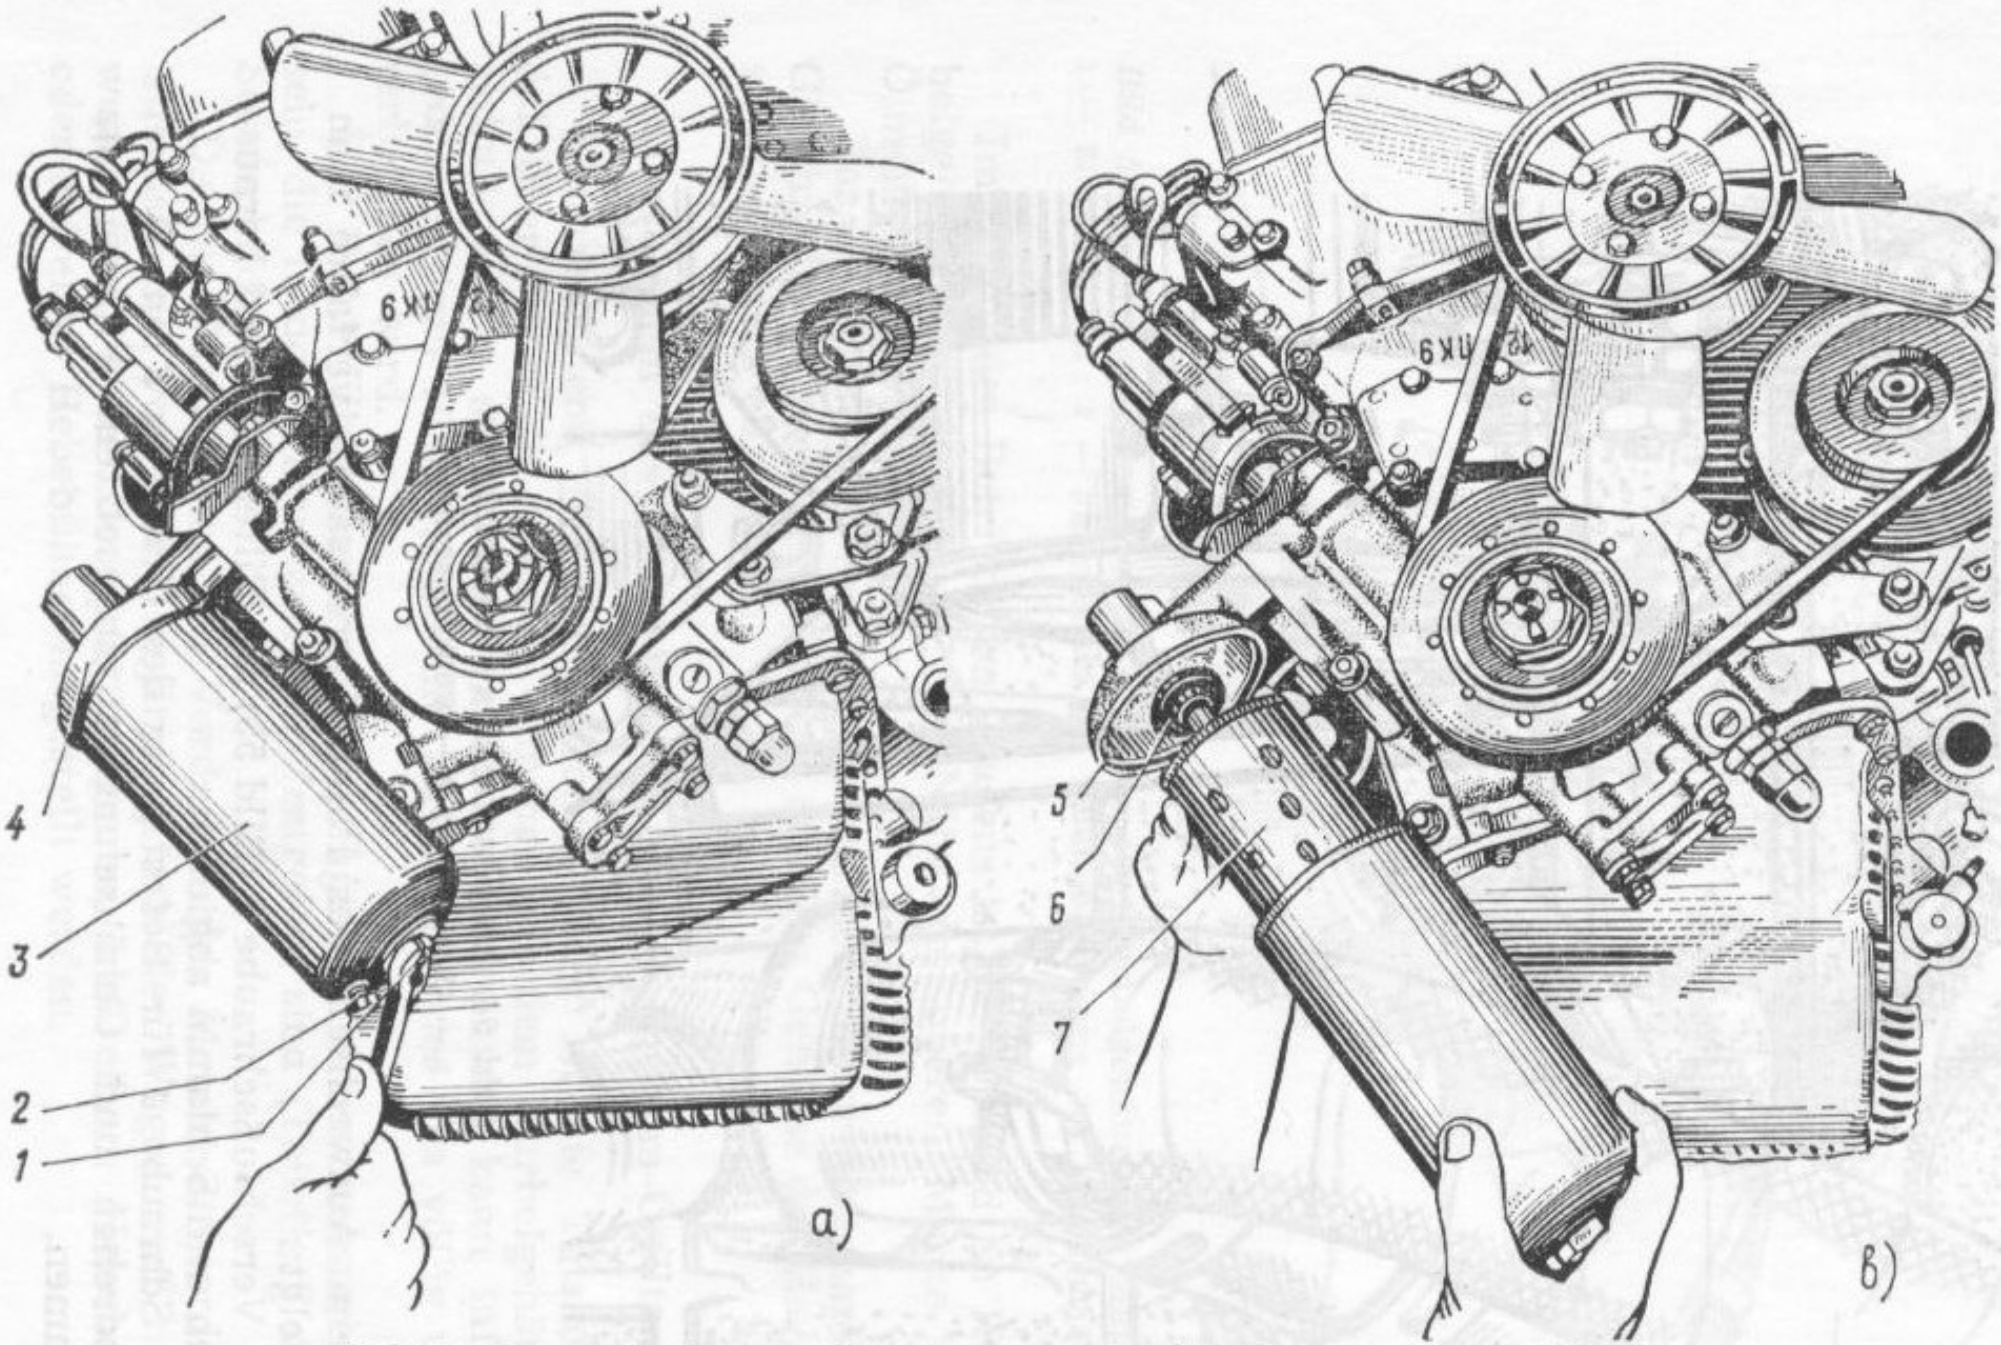

Bild 55. Auswechseln des Filtereinsatzes des Schmiersystems des Motors:
1. Verschlußschraube *2* (Bild 55) aus Filtergehäuse *3* herausdrehen und Schlamm abgießen.